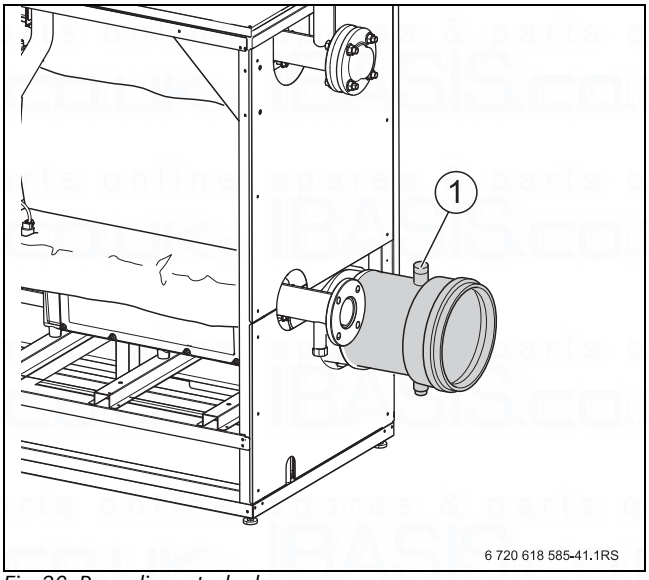

Fig. 36 Recording actual values
- Insert the test sensor through the test port (→ Fig. 36, page 26) in the flue into the core flow and check the CO_2 content.